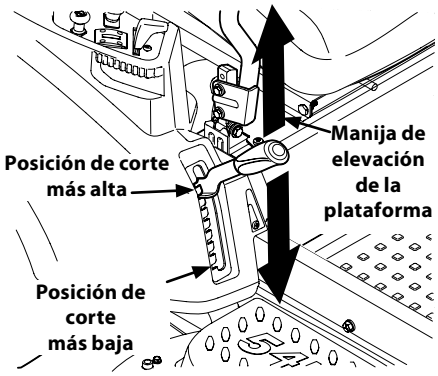

Figura 4-14
a. Usando la manija de elevación de la plataforma, levante la plataforma a la posición que le ofrece mayor recorrido horizontal de la correa entre las poleas locas de la plataforma y la polea de la PTO en la base del motor. Consulte la Figura 4-14.
d. Baje la plataforma hasta la posición de corte más baja usando la manija de elevación de la plataforma. Consulte la Figura 4-14.
11. Ubique la manija de elevación de la plataforma en la posición de corte más elevada y deslice la plataforma hacia afuera desde abajo del tractor. Consulte la Figura 4-14.
1. Ubique la manija de elevación de la plataforma en la posición de corte más elevada. Vea la Figura 4-14.
2. .Figura 4-14.Deslice la plataforma debajo del tractor del lado derecho del mismo, alineando las ménsulas de suspensión de la plataforma y los brazos de elevación de la plataforma.